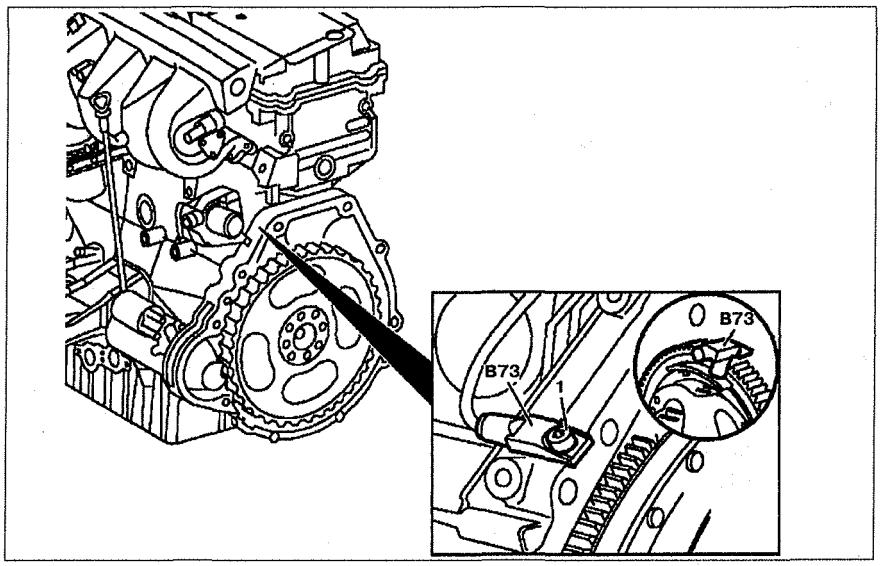

Рис. 2.131. Датчик положения коленчатого вала:
3. Открутите болт **1** и снимите датчик положения коленчатого вала **B73** (см.рис.2.131).